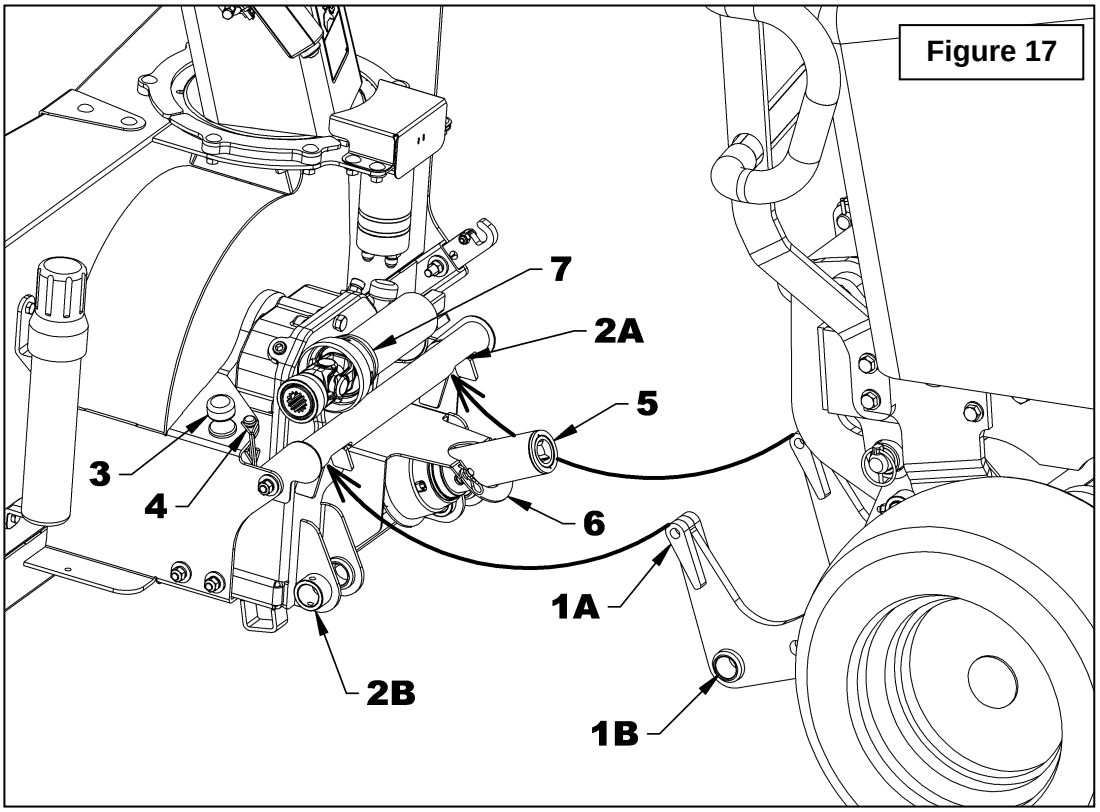

Figure 17
4. **Figures 17:** S'assurer que les arbres à cardan ainsi que les points de connexion des deux attaches (items 1A, 1B, 2A et 2B) sont propres et qu'ils ne sont pas recouverts de neige ou de glace.
5. **Figure 17:** S'assurer que les deux goupilles de l'attache de la souffleuse (item 3) et les deux goupilles de verrouillage rondes (item 4) sont bien installées sur le bâti de la souffleuse.
6. **Figure 17:** S'assurer que le demi arbre à cardan de la souffleuse (item 5) est bien installé sur le support en "U" (item 6) du garde protecteur de la souffleuse.
7. **Figure 17:** S'assurer que le demi arbre à cardan mâle (item 7) est bien déposé sur le dessus de l'attache femelle de la souffleuse.
Figure 17 : Démarrer le tracteur, retirer le frein de stationnement, avancer lentement en vous assurant de bien aligner l'attache femelle de la souffleuse avec l'attache mâle du tracteur. Abaisser suffisamment l'attache mâle du tracteur afin que les deux pointes supérieurs de l'attache (item 1A) puissent s'insérer dans les ouvertures du tube (item 2A) de l'attache femelle de la souffleuse.
Figure 17 : À l'aide du levier de commande hydraulique du tracteur, soulever l'équipement complètement vers le haut dans le but de bien positionner l'attache de l'équipement avec l'attache mâle du tracteur. Cette étape va permettre aux coussinets de l'attache mâle (item 1B) de bien s'aligner avec les coussinets de l'attache femelle de la souffleuse (item 2B).